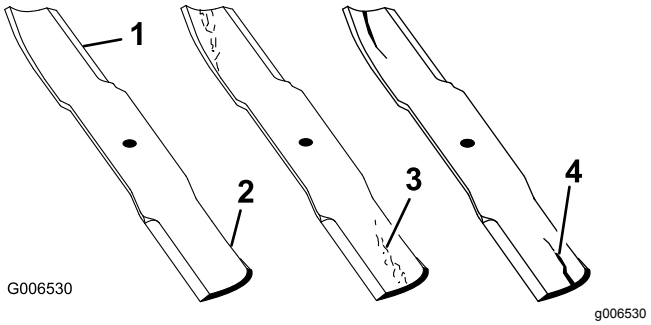

Rysunek 62
1. Sprawdź krawędzie tnące (Rysunek 62).
4. Jeżeli zauważysz jakiekolwiek pęknięcia, zużycie lub szczeliny powstające w tym obszarze, natychmiast zamontuj nowe ostrze (Rysunek 62).